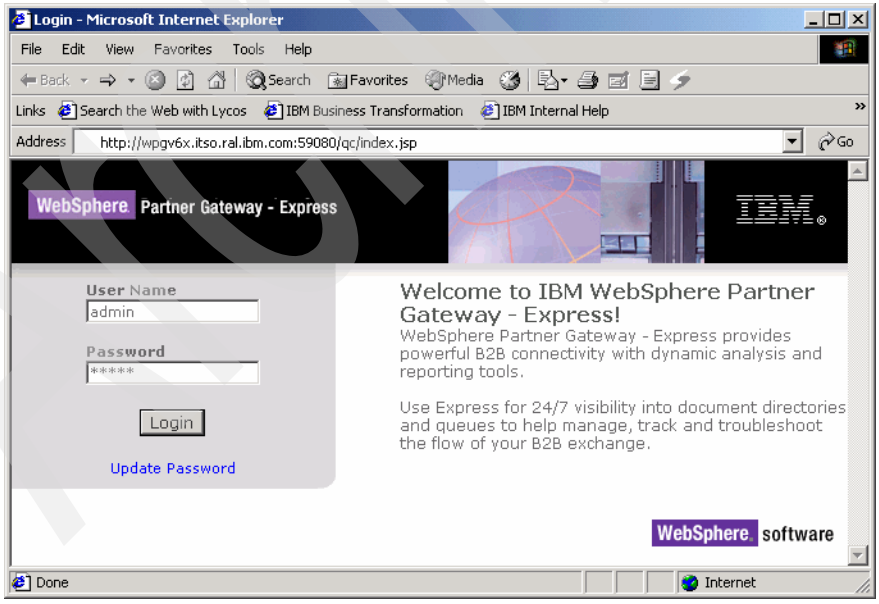

Figure 9-7 Initial logon to WebSphere Partner Gateway Express
3. For the initial logon, use the user ID of `admin` and the password of `admin`. Click **Login** (as shown in Figure 9-7).